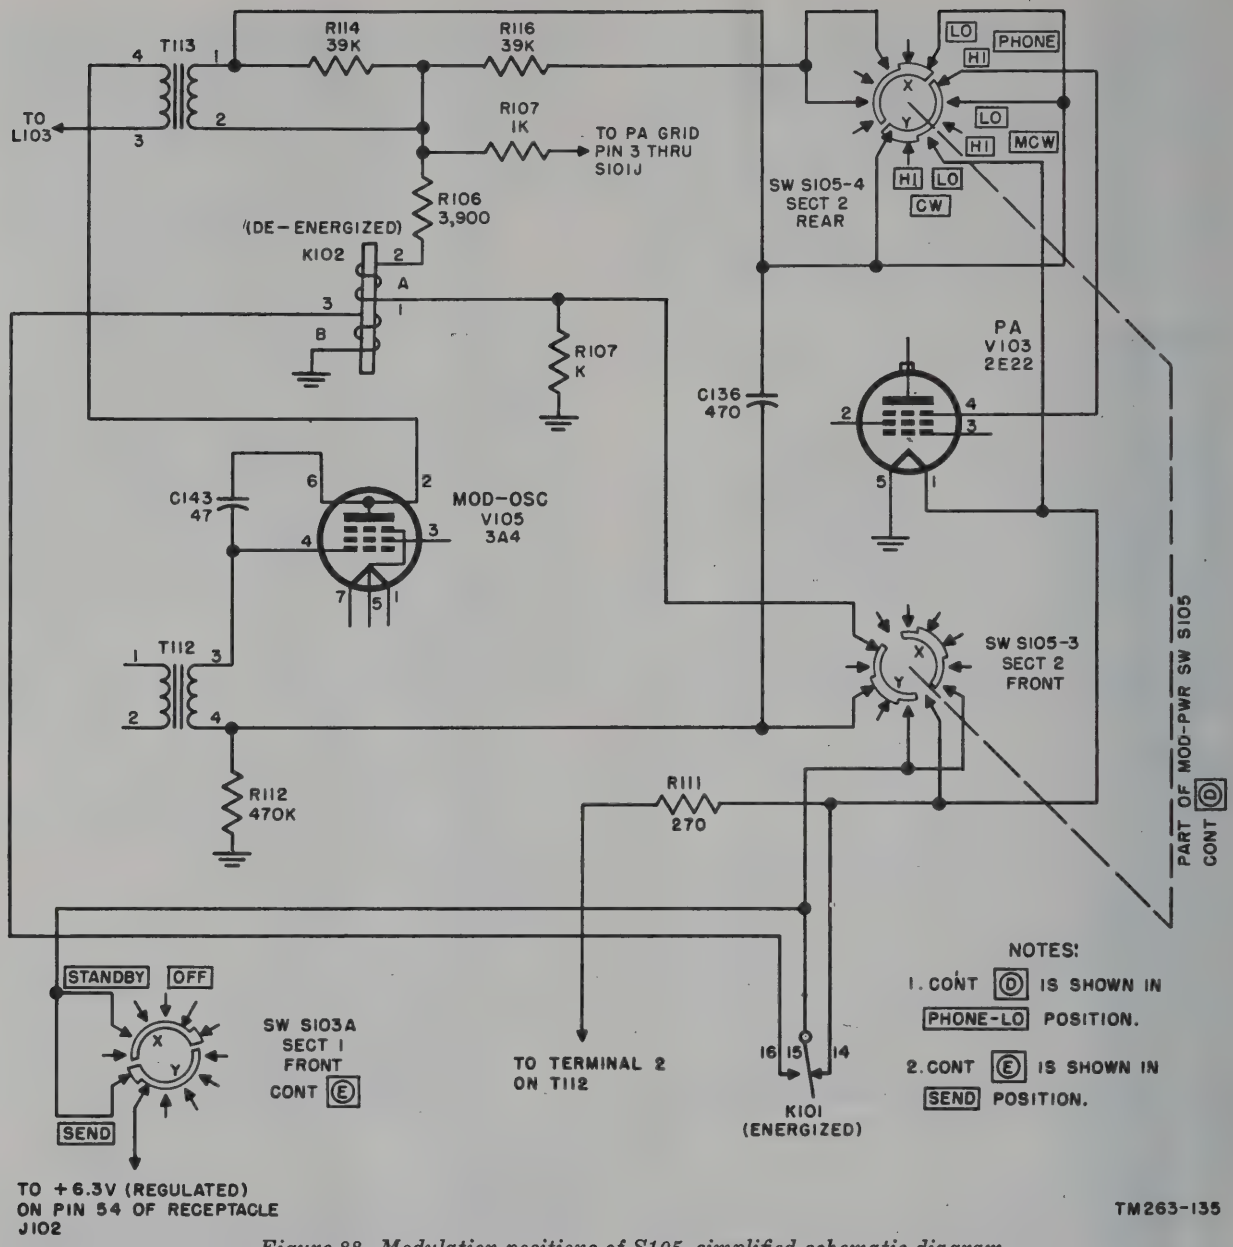
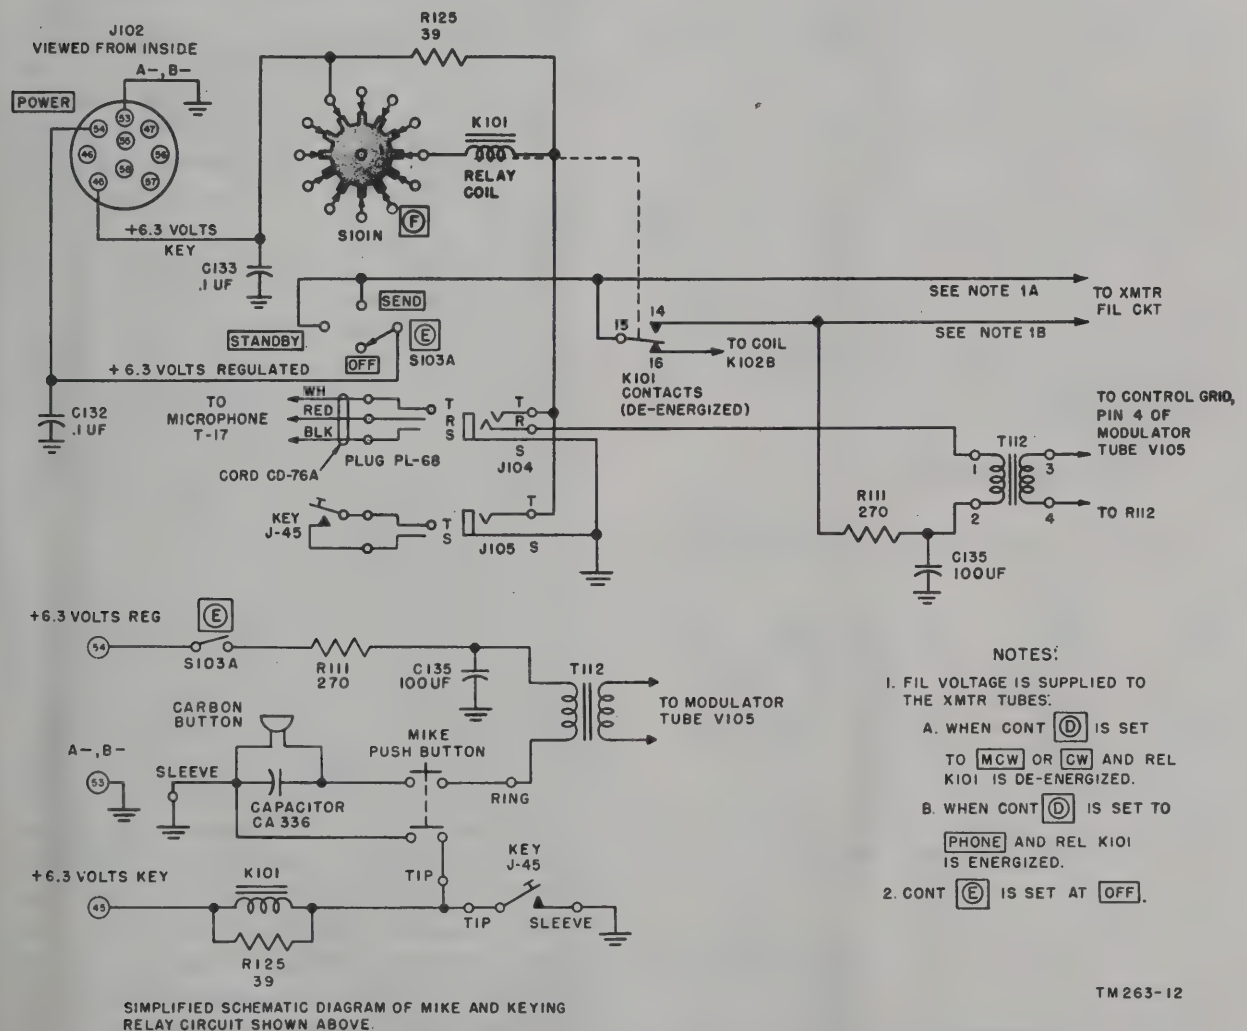
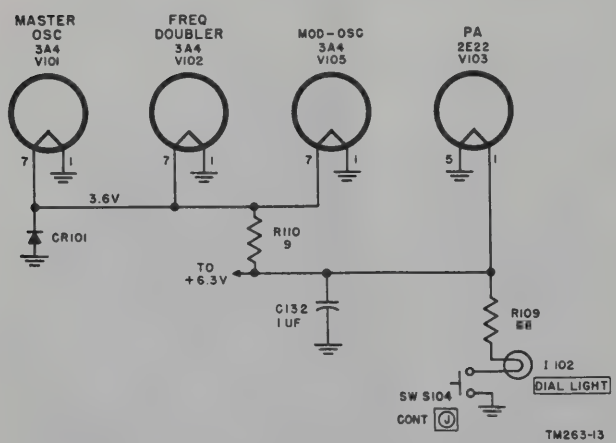
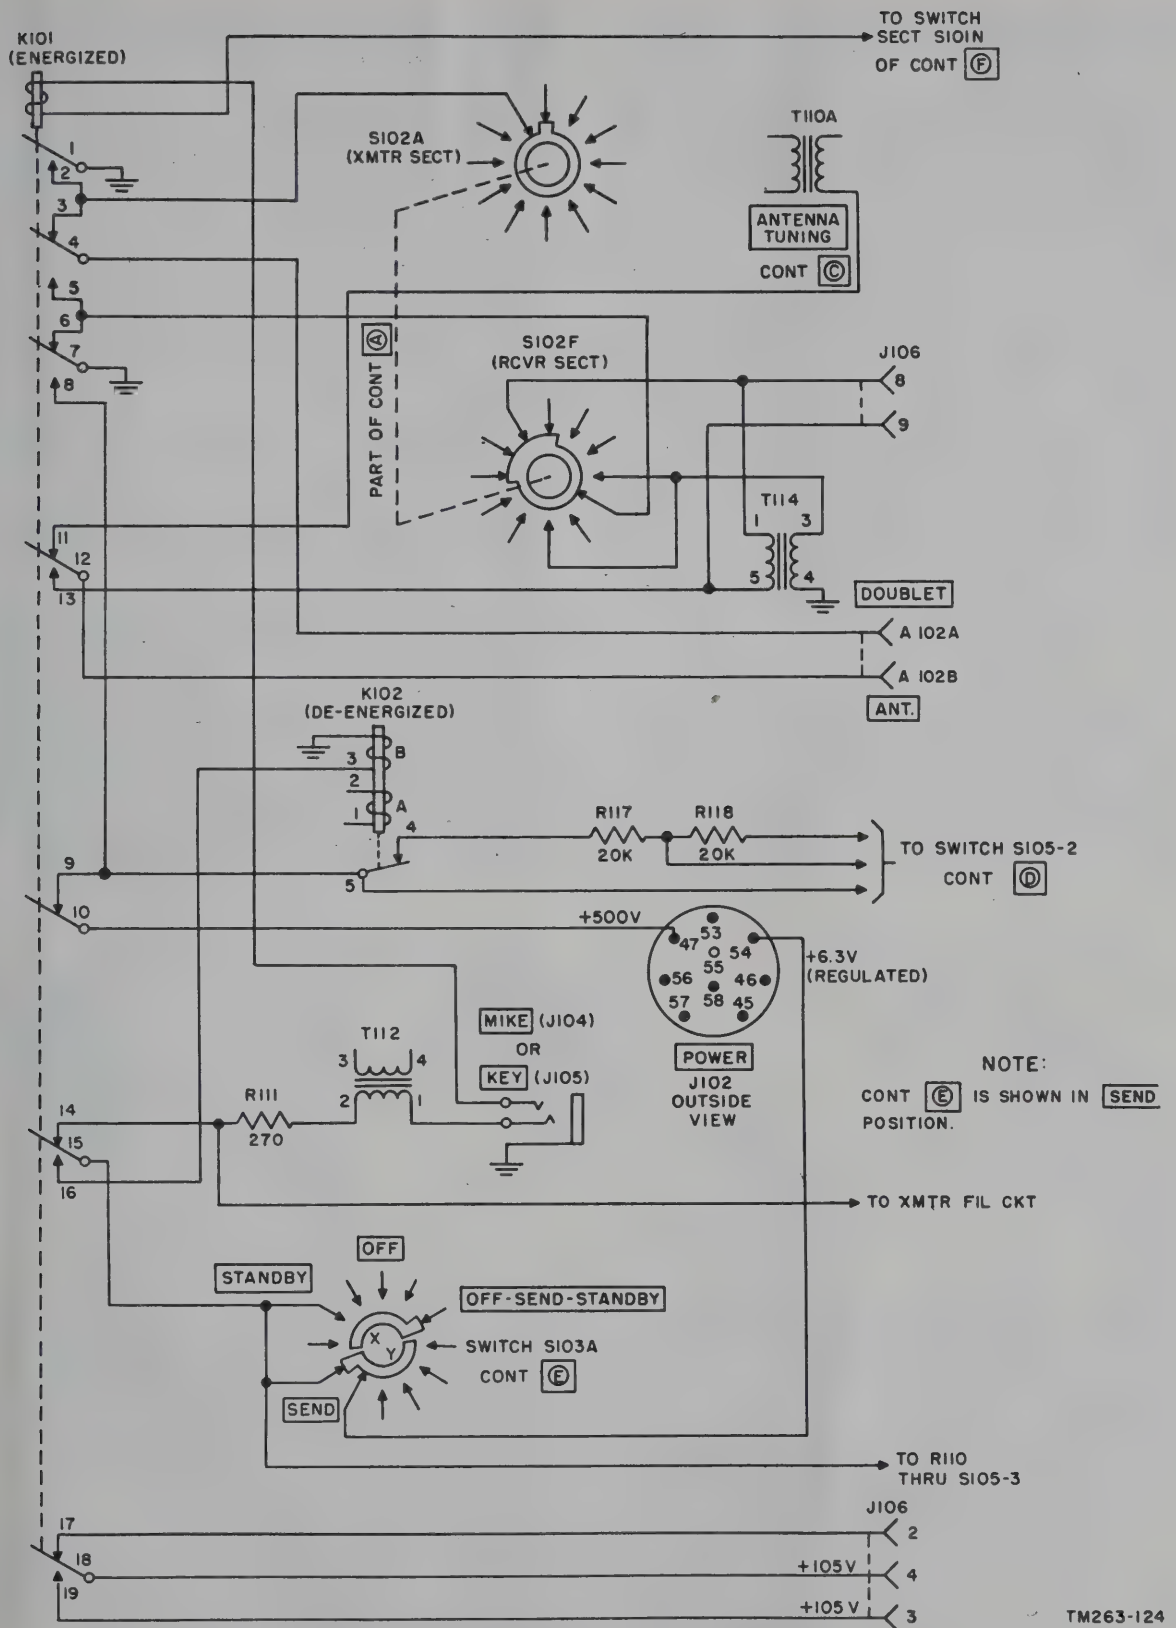

Figure 88. Modulation positions of S105, simplified schematic diagram.
Figure 89. Microphone and key connections.
Figure 90. Transmitter filaments, simplified schematic diagram.
Figure 92. Relay K101 contacts.
114. Modulation and Filament Switching Positions of Switch S105 (fig. 88)
115. Microphone and Key Connections (fig. 89)
b. For the microphone to perform its function, a dc current must flow in its circuit. The current enters the transmitter from pin 54 of receptacle J102 and flows through the SEND position of switch section S103A to contact 15 of relay K101, and switch section S105–3 (fig. 88). If S105 is in the CW or MCW position, the current will reach the microphone regardless of the position of the relay contacts. However, if S105–3 is in the PHONE position, the microphone can be energized only if relay contacts 15 and 14 are closed. From contact 14 of K101 or from the rotor of S105–3, the current goes through current limiting resistor R111 to the primary of T112, and from there to the ring on jack J104. The connection within the microphone is from ring on Plug PL–68, through the red lead to the switch contacts, and to the microphone carbon button. From the button, the current flows to the black lead connected to the sleeve of Plug PL–68, which fits into the sleeve of jack J104 and from there to ground.
116. Transmitter Filament Circuit (fig. 90)
b. The transmitter filaments receive their voltage from pin 54 of receptacle J102 (fig. 89). The regulated 6.3-volt supply is fed to switch section S103A, control Ⓔ, and from there to S105–3, control Ⓓ, and also to contact 15 of keying relay K101. When control Ⓓ is in the PHONE position (fig. 88), the tubes and the dial light can receive filament voltage only if contacts 15 and 14 of K101 close (fig. 92); which they do only when the key or microphone button is pressed. When control Ⓓ is in the MCW and CW positions, the filaments receive voltage regardless of the position of the relay contacts (fig. 88).
119. Keying Relay K101 (fig. 92)
(1) Contacts 1 and 2 open, disconnecting the ground from switch section S102A.
(2) Contacts 3 and 4 close, connecting terminal A 102A to switch section S102A.
(3) Contacts 6 and 7 close, connecting the receiver antenna-matching transformer T114 (through S102F) to ground.
(4) Connects 11 and 12 close, connecting doublet terminal A102B to transmitter coil T110A.
c. When switch section S105–3, control Ⓓ (fig. 88), is in the PHONE position only, the filaments of the transmitter tubes are off, unless the key or press-to-talk switch on the microphone is depressed. Contacts 14 and 15 close, connecting resistor R110 and filament pin 1 of tube V103 (fig. 90) to terminal 54 of receptacle J102, through switch section S103A.